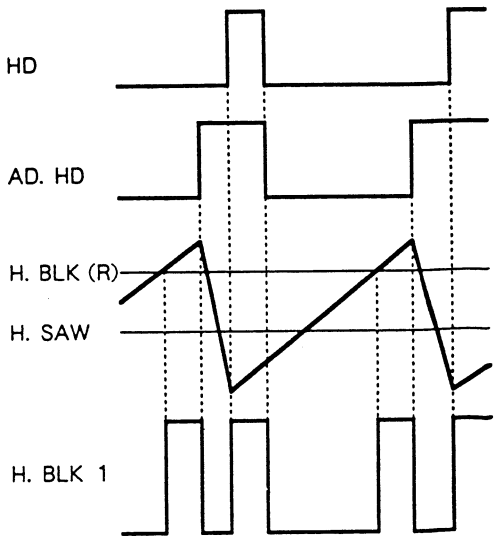

Fig. 4-7.
2) H. BLK ····· Although similar to V. BLK in principle, since H. SAW is created with AD. HD, if the pulse created by slicing H. SAW with H. BLK (R) and if HD is added to create H. BLK, the phase of the two BLK pulses will not align as shown in Fig. 4-7, H. BLK 1. For this reason, H. BLK will be created by padding HD.